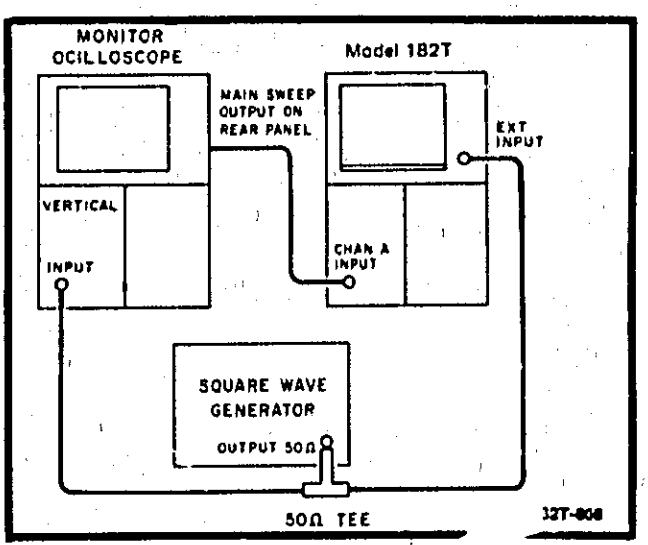

Figure 5-3. Transient Response Adj. Test Setup
a. Use test setup (figure 5-3).